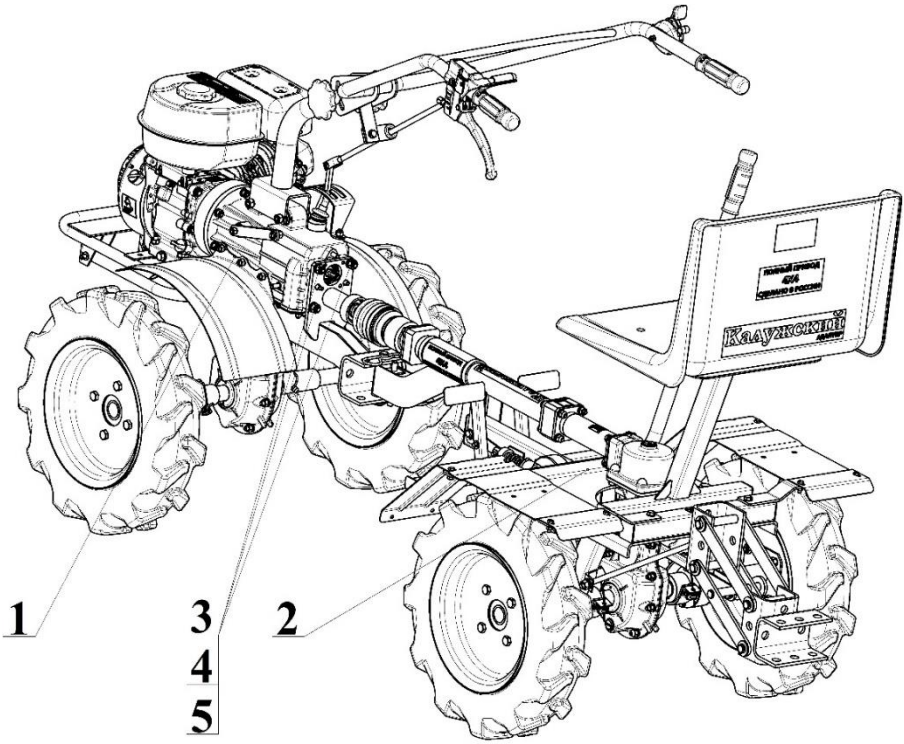

Рисунок 3
6.5 На фланец мотоблока 1 (рисунок 3) для крепления навесных орудий установите адаптер 2 и закрепите, используя крепеж 3, 4, 5, прилагаемый в комплекте поставки, и снятый по п.6.4.